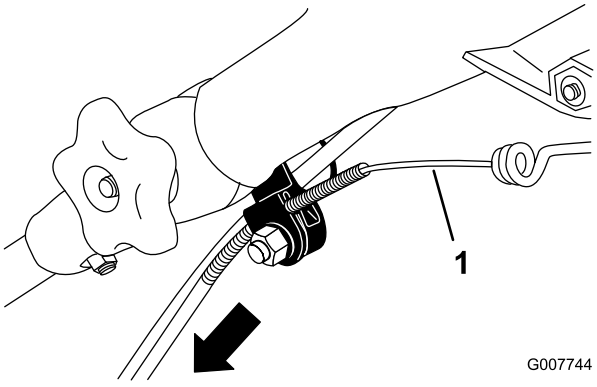

Figure 36
3. Pull the cable jacket downward until you remove the slack in the exposed cable (Figure 36).